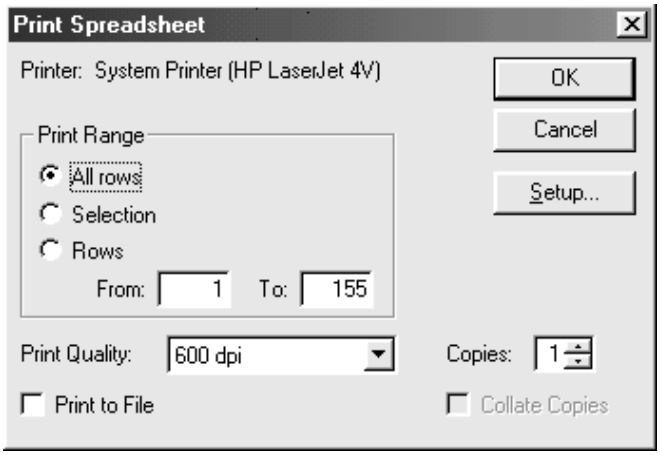

Figure 6-2. Print DataSheet Dialog Box
5. Choose FILE... PRINT... from the Menu bar to display the Print DataSheet dialog box (see Figure 6-2).